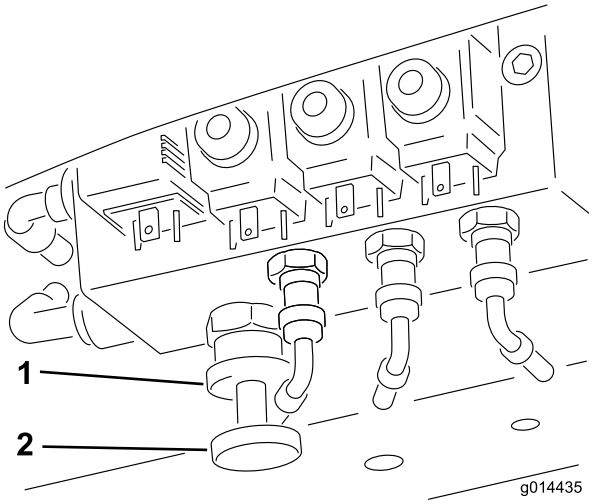

Figur 42
Så här aktiverar du viktöverföringen: Du kan anpassa viktöverföringens omfattning till driftförhållandena genom att rotera handhjulet för viktöverföring (Figur 42) på följande sätt:
1. Lossa på ventilens låsmutter ett halvt varv moturs och håll den (Figur 42).
2. Rotera ventilens handhjul (Figur 42).